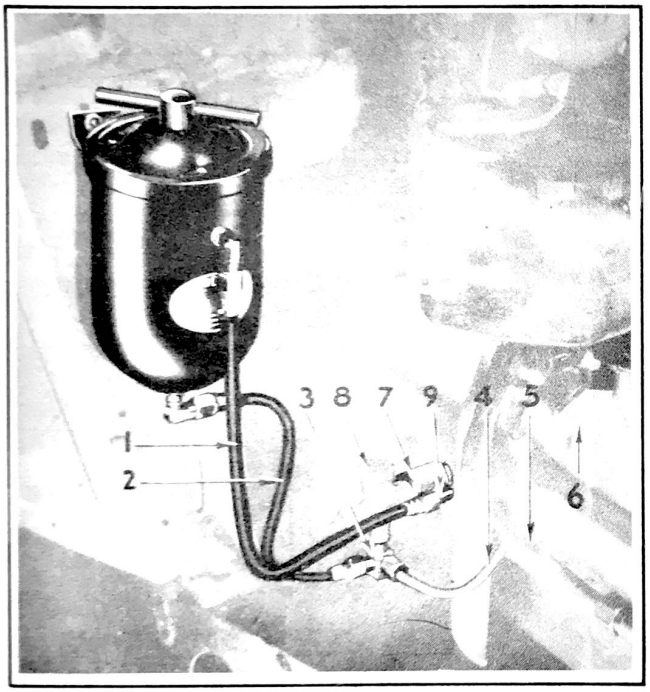

Figure 152 - Engine Oil Filter Installation
Remove the elbow from the bottom of the check valve and discard it. Replace with the 3 way tee (3, Fig. 152) in the kit. Locate this tee with the 5/16" outlet toward the front of the car.
Attach the oil line (4, Fig. 152) from oil pump to the 5/16" outlet of the 3 way tee.
Attach the tell-tale wire to the check valve (7, Fig. 152).
Keep the hose clear of any obstructions and connect the short or inlet hose from the 3 way tee to the elbow at the bottom of the filter (2) Fig. 152.
Keep the hose clear of any obstructions and connect the long or outlet hose from the elbow in the oil check valve body extension to the elbow at the top of the filter (1, Fig. 152).